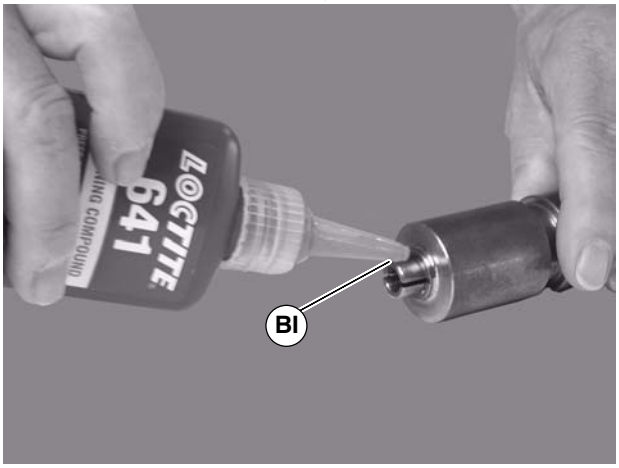

Figure 47
1. Apply a small amount of Loctite 641, or equivalant, to the outside of shaft (BI of Figure 47).